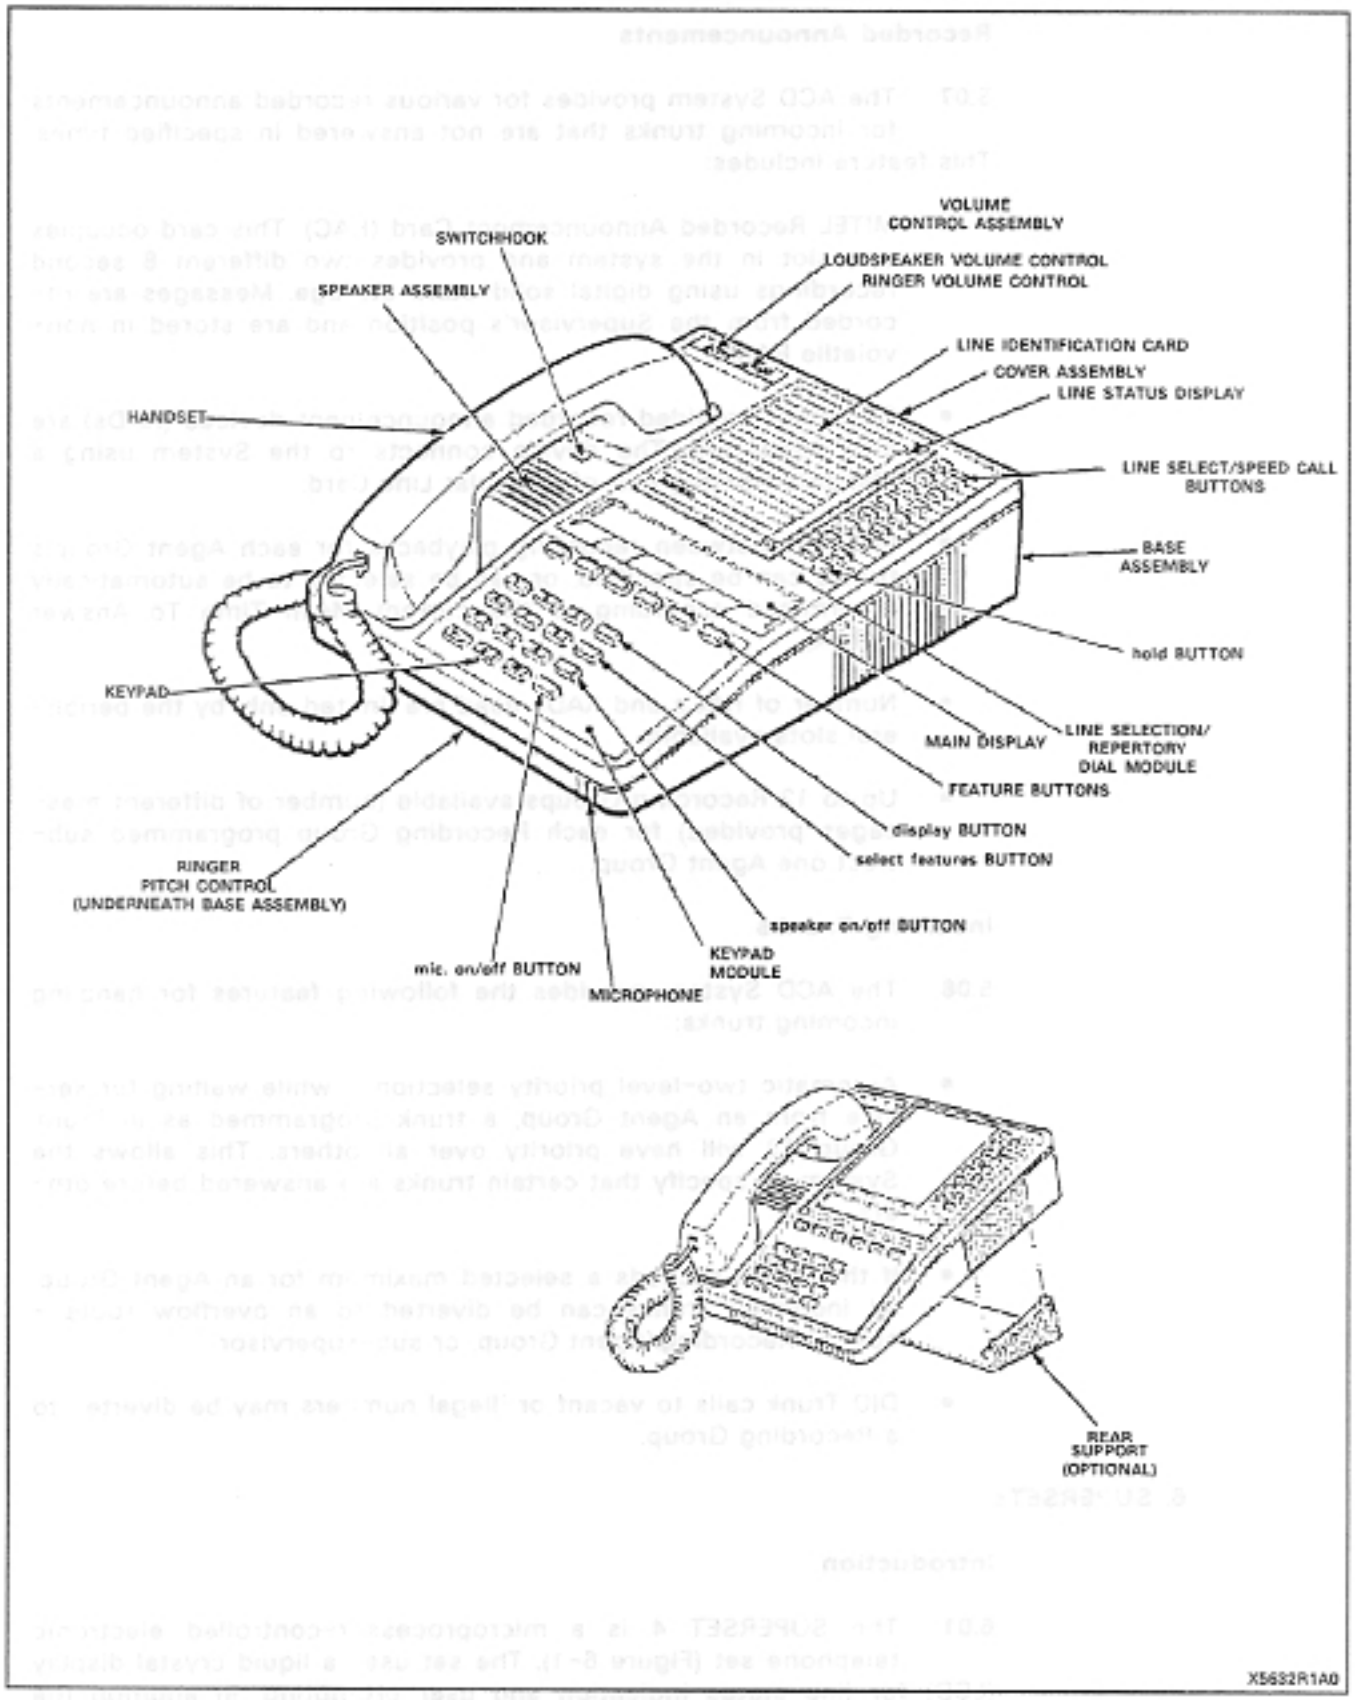

Figure 6-1 SUPERSET 4
6.01 The SUPERSET 4 is a microprocessor-controlled electronic telephone set (Figure 6-1). The set uses a liquid crystal display (LCD) for line status indication and user prompting. In addition the SUPERSET 4 utilizes push buttons for single keystroke feature selec-